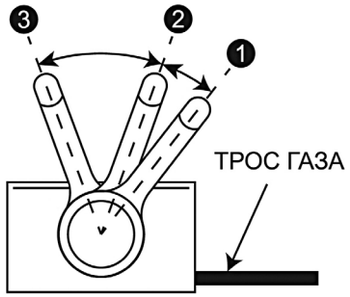

**Рис. 16 Положения рычага газа**
2. Для запуска холодного двигателя закройте воздушную заслонку карбюратора, для этого переведите рычаг газа 6 (Рис. 1) в положение «1» (Рис. 16). Для запуска прогретого двигателя переведите рычаг газа на 1/3 хода из положения 3 в сторону положения 2 (Рис. 16).
2. Рычагом газа переведите двигатель в режим холостого хода (переведите рычаг газа в положение 3 (холостых оборотов) (Рис. 16)
*Скашивание необходимо производить только на максимальных оборотах двигателя (рычаг газа в положении 2 (Рис. 16)). Уменьшение оборотов двигателя для снижения скорости движения газонокосилки допускается только на короткое, непродолжительное время. Постоянная работа двигателя газонокосилки на средних и холостых оборотах с целью уменьшения скорости движения газонокосилки (или возможной экономии топлива) запрещается. В противном случае, это приведет к скоплению нагара в камере сгорания, на поверхностях поршня и головки цилиндра, поршневых кольцах, выпускном клапане и глушителе. Также может произойти залегание поршневых колец, зависание выпускного клапана. Кроме этого, из-за недостаточной скорости лопастей и лезвий ножа снижается мощность создаваемого лопастями ножа воздушного потока и эффективность срезания и выброса травы, что может привести к ухудшению производительности скашивания, забиванию деки газонокосилки травой и увеличению нагрузки на двигатель. Выход двигателя газонокосилки из строя по всем вышеперечисленным причинам не будет являться гарантийным случаем.*